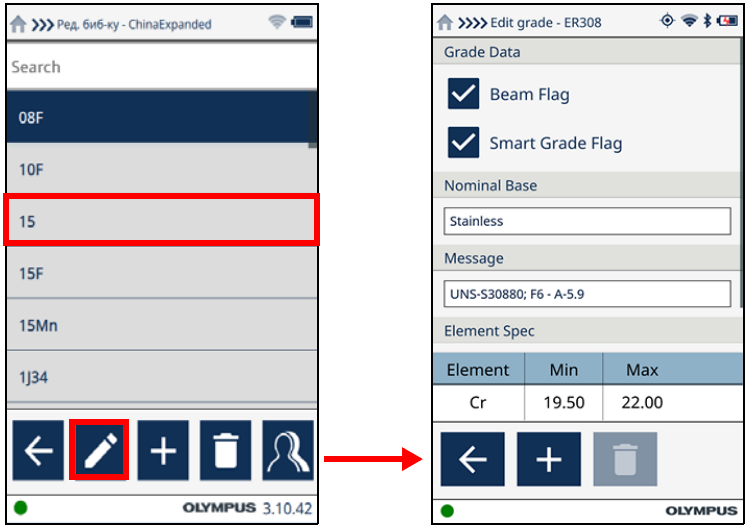

Рис. 2-81 Экраны Ред. библиотеку (слева) и Ред. марку (справа)
1. На экране **Биб-ки марок** (см. Рис. 2-80 на стр. 87)нажмите кнопку **Редактировать** ( ), чтобы открыть экран **Ред. биб-ку** (см. Рис. 2-81 на стр. 88).
2. Выделите марку, щелкнув на нее, и нажмите кнопку **Редактировать** ( ), чтобы открыть экран **Ред. марку** (см. Рис. 2-81 на стр. 88).